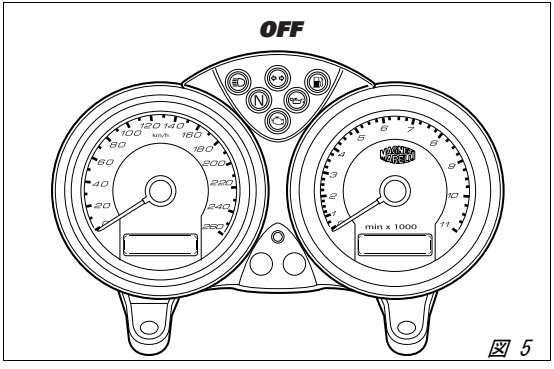
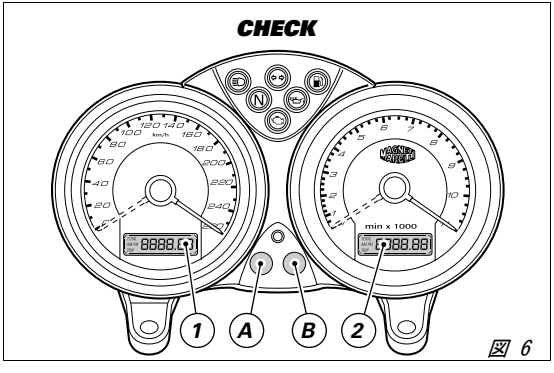

図 5
図 6
*キーを **OFF** から **ON** に回すと、メーターパネルのすべての機器（針、ディスプレイ、パイロットランプ）が**点検**されます（図 5 および 図 6 を参照）。*
*キーが **ON** の位置でボタン (B, 図 6) を押すとオドメーターとトリップメーターが交互に表示されます。*
TRIP 機能（トリップメーター機能）でボタン (B、図 6) を 2 秒以上押し続けるとディスプレイ（液晶パネル 1）がリセットされます。
*キーが **ON** の位置でボタン (A、図 6) を押すと時計と水温が表示されます。*
ボタン (A、図 6) を 2 秒以上押し続けます。
*ボタン (B、図 6) を押して **AM/PM** を調整します。ボタン (A) を押して「時」の調整をします。ボタン (B) を数回押して時間を変更します。ボタン (A、図 6) を押して「分」の調整をします。*
キーを ON の位置に回し、5 秒以内にボタン (B、図 6) を押すと、ボタンを押すごとにメーターパネルの輝度が変わります。